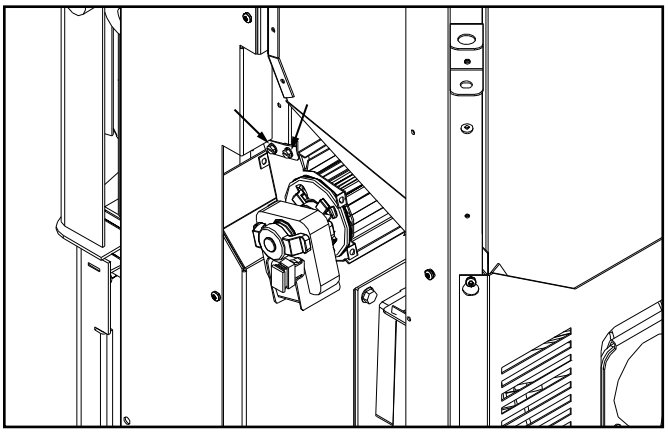

Figure 32: Behind the right cab panels.
3. Slide the fan into place between the bracket (see Figure 32 & 33).
4. Using a flat head screwdriver or a ¼" socket fasten the fan in place with two (2) screws on each side.